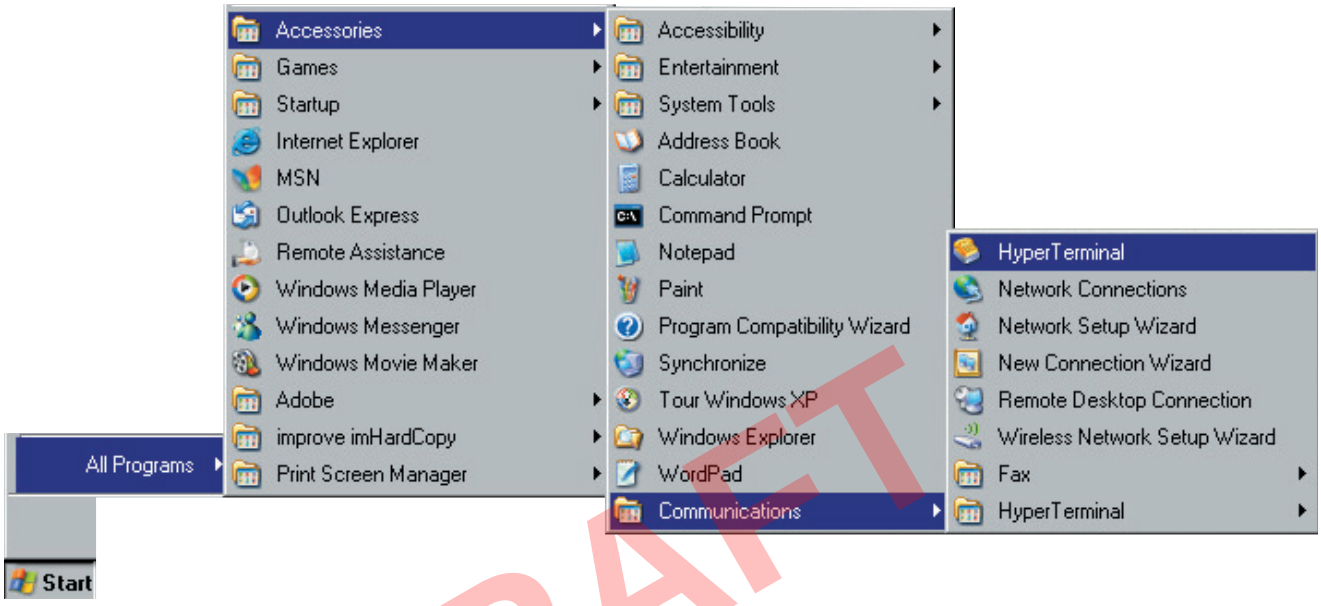

Fig. 3
1. Click [start] → [Accessories] → [Communications] → [HyperTerminal] (Fig. 3)
1. ［スタート］→［すべてのプログラム］→［アクセサリ］→［通信］→［ハイパーターミナル］をクリックします。(Fig. 3)